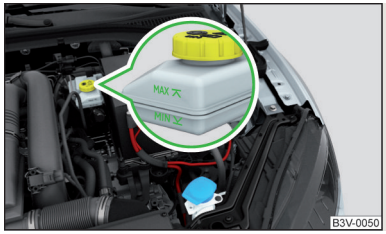

Fig. 214
El depósito de líquido de frenos del sistema se encuentra en el vano motor » fig. 214 *de la pág. 212*.
- Si el nivel de líquido desciende por debajo de la marca "MIN" » fig. 214 *de la pág. 212*, no siga conduciendo. ¡Existe peligro de accidente! Recurra a la asistencia profesional de un taller especializado.
› Compruebe el nivel del líquido de frenos en el depósito » fig. 214.